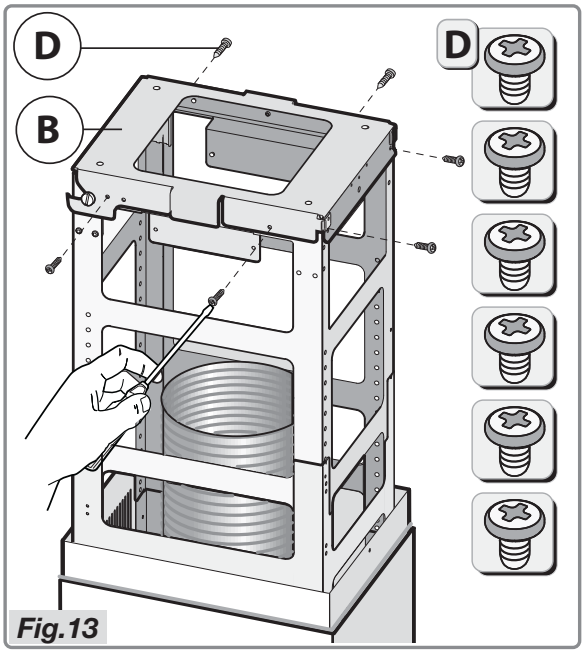

Fig.13
- **Attention!** Fixer la hotte immédiatement à la bride de soutien **B** avec les 6 vis **D** (Fig.13).